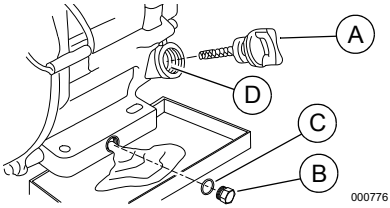

Figura 4-1. Cambio de aceite de motor
3. Vea la ***Figura 4-1***. Retire la tapa de llenado de aceite .(A)